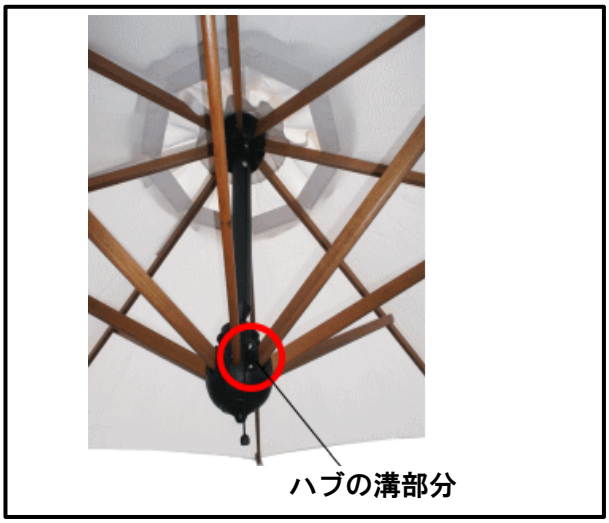

図.13
① 中心部分に下がっているひもをハブの溝部分に強く引っ張りながら差込みます。（図.13）